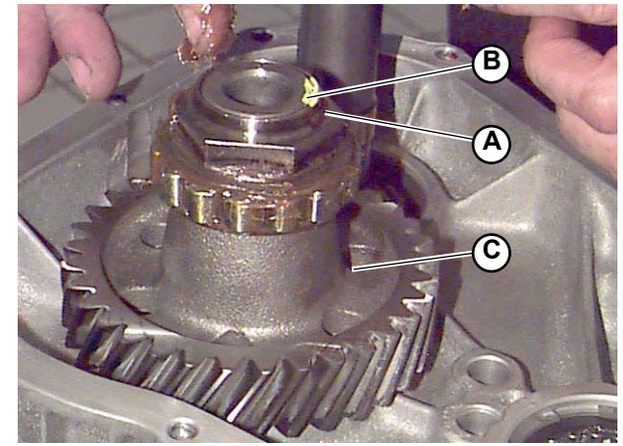

Fig.1
- Remove the caulking from the transmission driving gear (3) mounting ring nut (**A-Fig.1**) and then remove the ring nut.
- Remove the needles from the bearing (**B-Fig.1**) and the fiber cage.